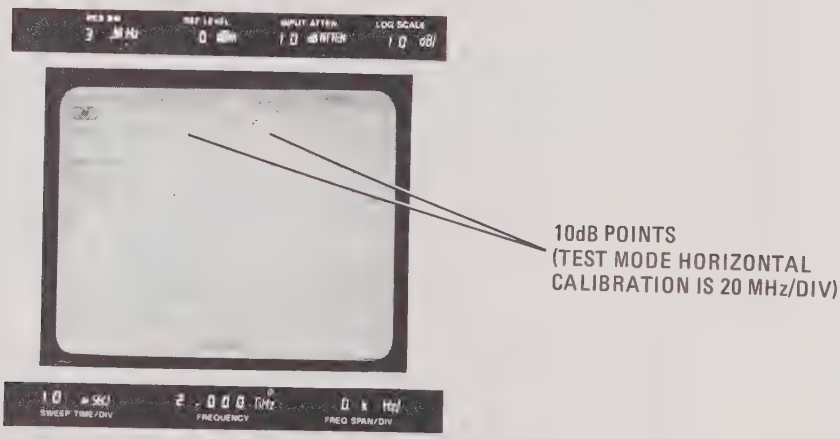

Figure 5-33. YTF Passband Display for YIG Driver Adjustment
l. Adjust A19R14 YTF OFFSET to center passband on CRT display (Figure 5-33).
n. Adjust A19R17 YTF GAIN to center passband on CRT display (Figure 5-33).